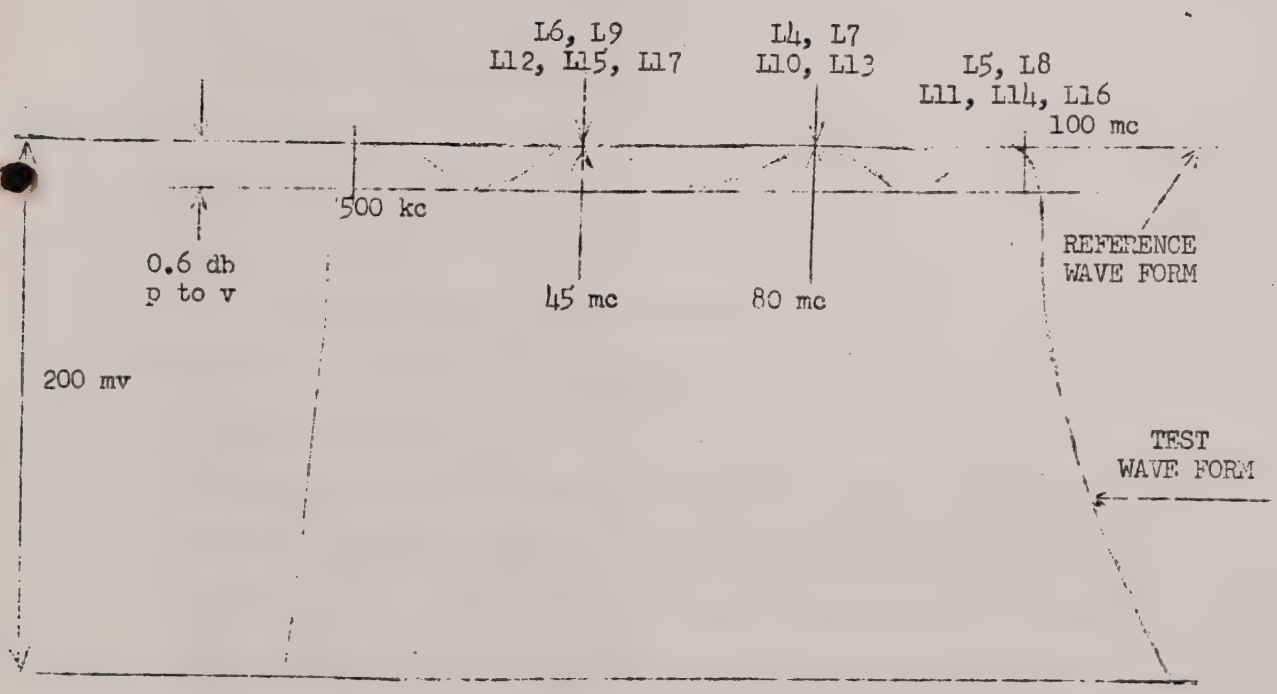

Figure 1: Typical Response of RF Section of LA-5100
13. Adjust coils on LA-5100 as designated in Figure 1 to obtain the overall response curve shown in Figure 1.